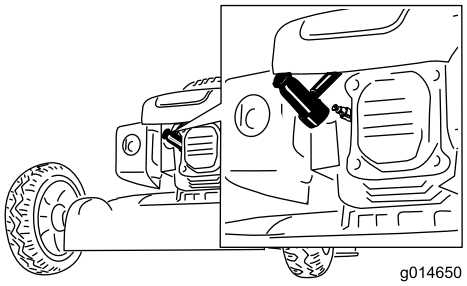

Figur 19
2. Koble fra tennpluggledningen fra tennpluggen (Figur 19) før du utfører vedlikeholdsprosedyrer.